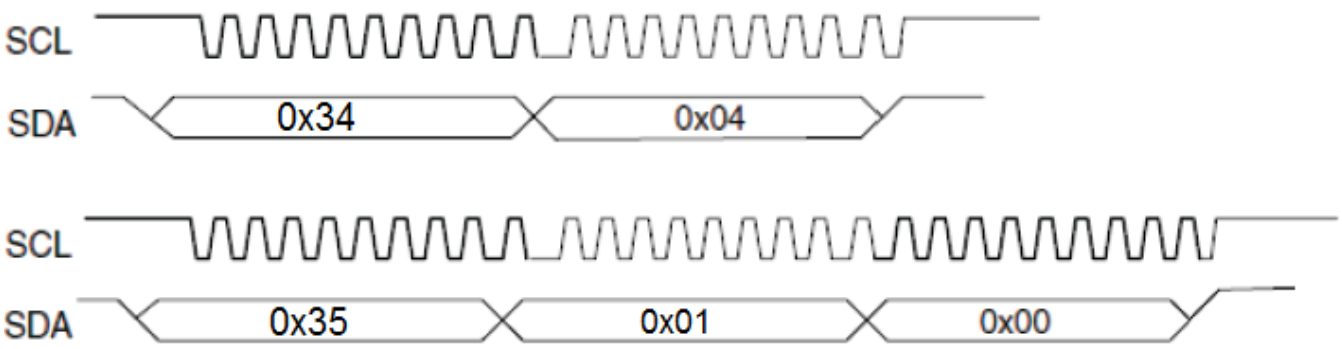

Figure 1-1. I²C Read Register Sequence
1. Host sends a START condition (shown as S in Figure 1-1) followed by the DLPC350 address with the I²C read/write bit cleared (0x34 or 0x3A).
3. Host sends a STOP (shown as P in Figure 1-1) condition.
An example of a host reading DLPC350's register 4h whose contents are 00h, shown in Figure 1-1, would follow this sequence: